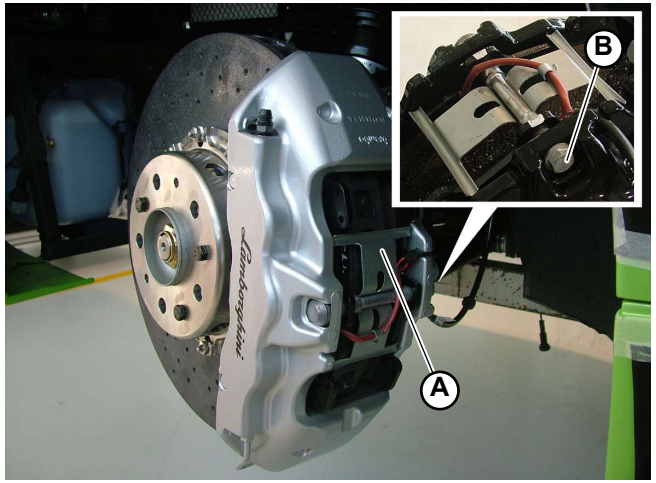

Fig.3
2. Position the bracket (**A-Fig.3**) on the caliper.
3. Insert and tighten the pin (**B-Fig.3**) on the caliper.